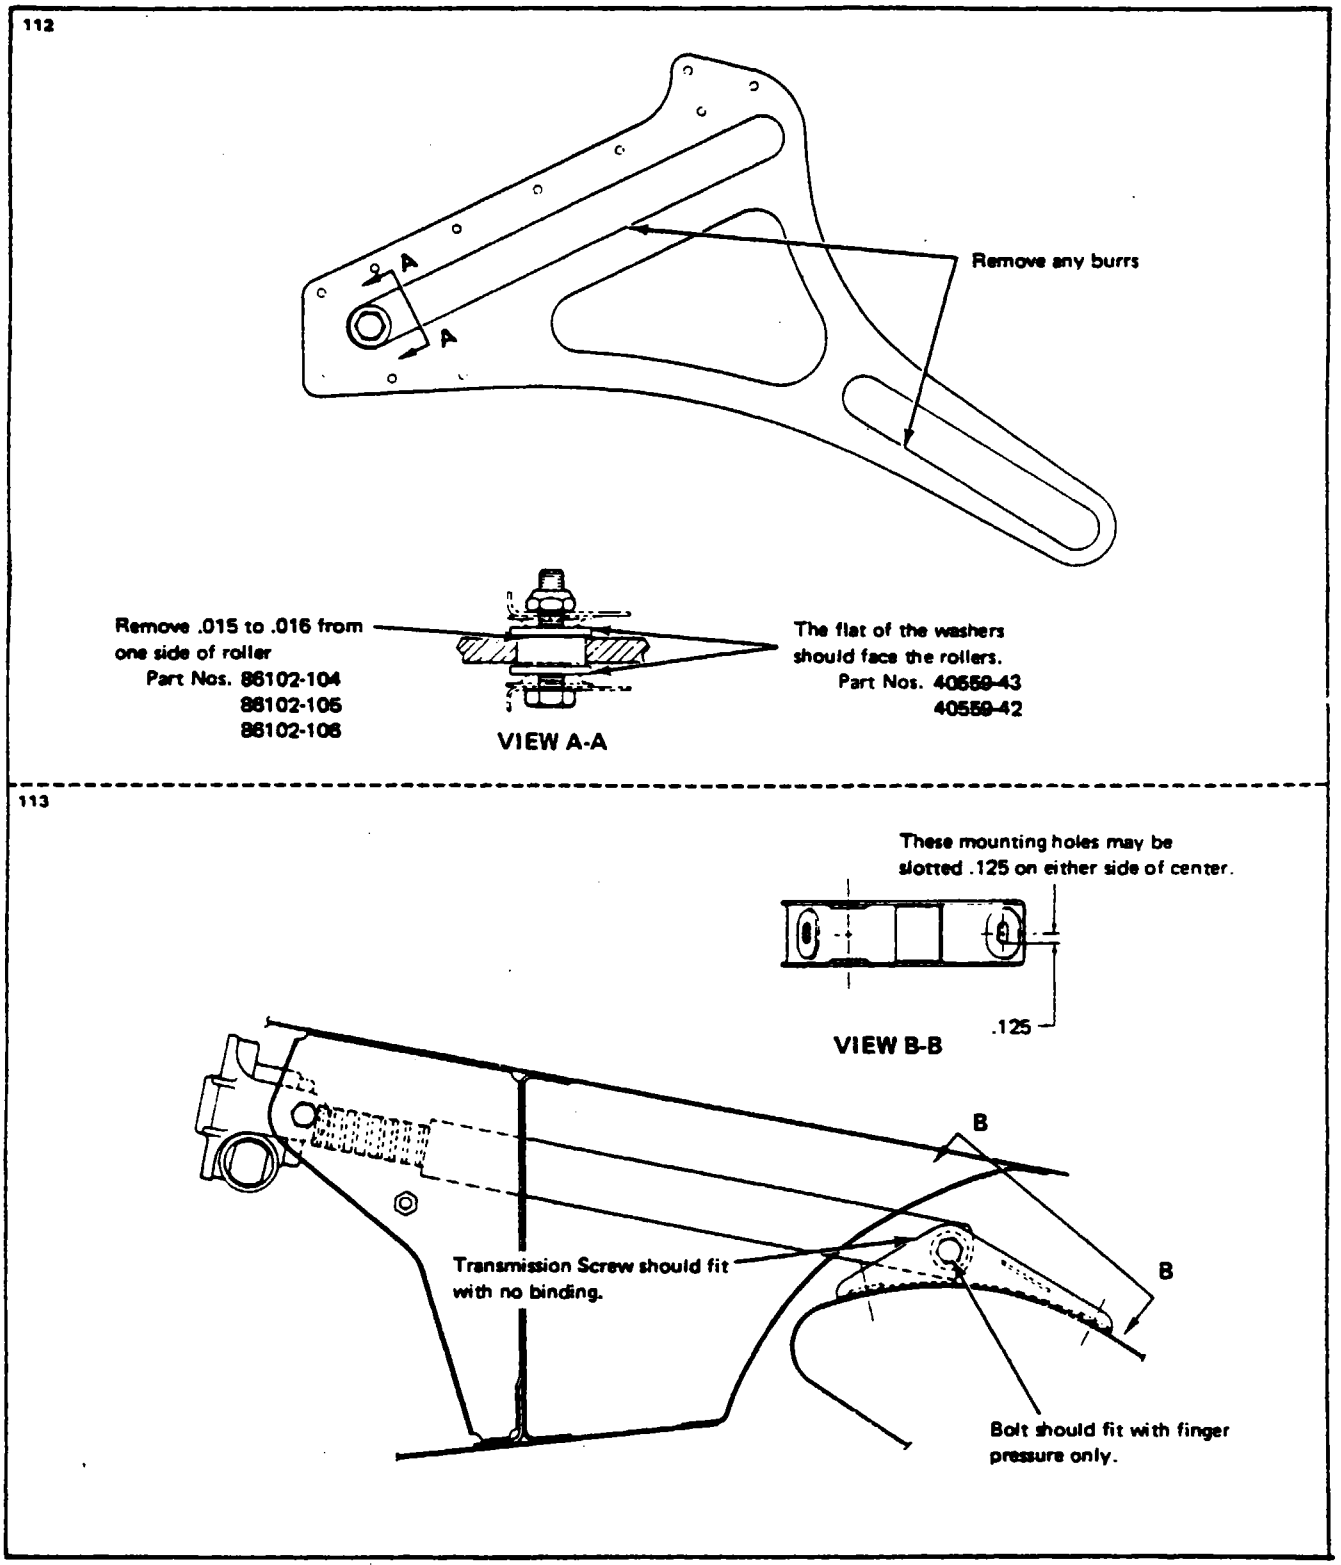

Figure 3-3. Friction Reduction in Wing Flap System
3-10. REDUCTION OF FRICTION IN WING FLAP SYSTEM. (Refer to Figure 3-3.) To insure proper flap system operation and reduce friction on the flap motor, the following inspection and repairs are only required should operational problems exist in the flap system:
c. Inspect the flap tracks for any burrs along the track edges. If any are found, remove them with a fine file. Insure that no noticeable depressions are evident at the ends of the track areas. (Refer to Figure 3-3 for specific locations.)
f. On each flap roller, Part Numbers 86102-104, 86102-105 and 86102-106 remove 1/64 or .016 of an inch from one side of each roller. (Refer to Figure 3-3, View A-A.)
h. Insure that the washers, Part Numbers 40559-43 and 40559-42 used on both sides of the rollers are flat. (Refer to Figure 3-3, View A-A.)
It may be necessary to move the horn assembly to obtain this no binding fit. The mounting holes on the horn assembly may be slotted to gain some adjustment if needed. (Refer to Figure 3-3, View B-B for dimensions of slots.)
l. Ascertain that the transmission bolt at the flap end fits into the screw end and horn assembly with finger pressure only. (Refer to Figure 3-3.)